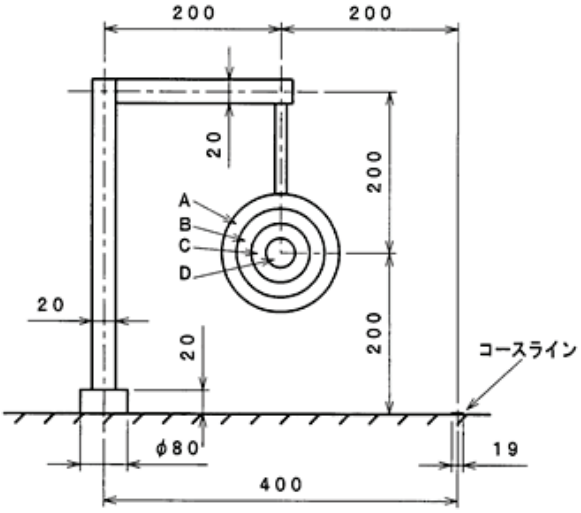

図 2 垂直標的の形状
2) i）の垂直標的は、図 2 のように円盤形で 4 種類とし、A 標的が直径 120 mm、B 標的が直径 90 mm、C 標的が直径 60 mm、D 標的が直径 30 mm とする。これら ABCD 標的の標的面はコースラインに対し直角を成すように支持される。